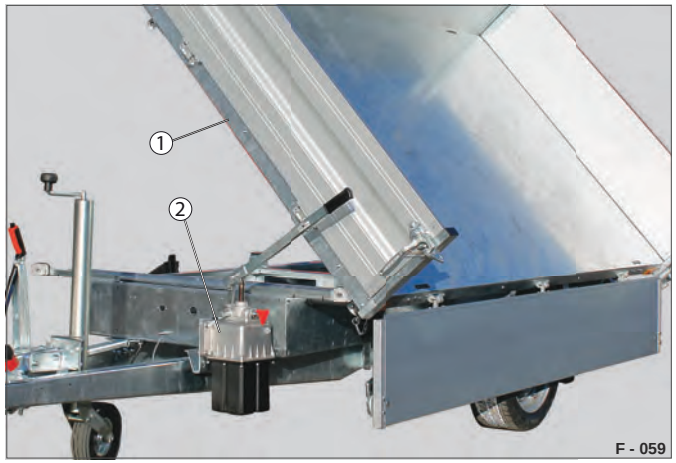

Fig. 62 Vippet stilling
– Hydraulikpumper (Fig. 62 /2) betjener en teleskopcylinder til løftning / sænkning hhv. vipning af lastrammen (Fig. 62 /1).